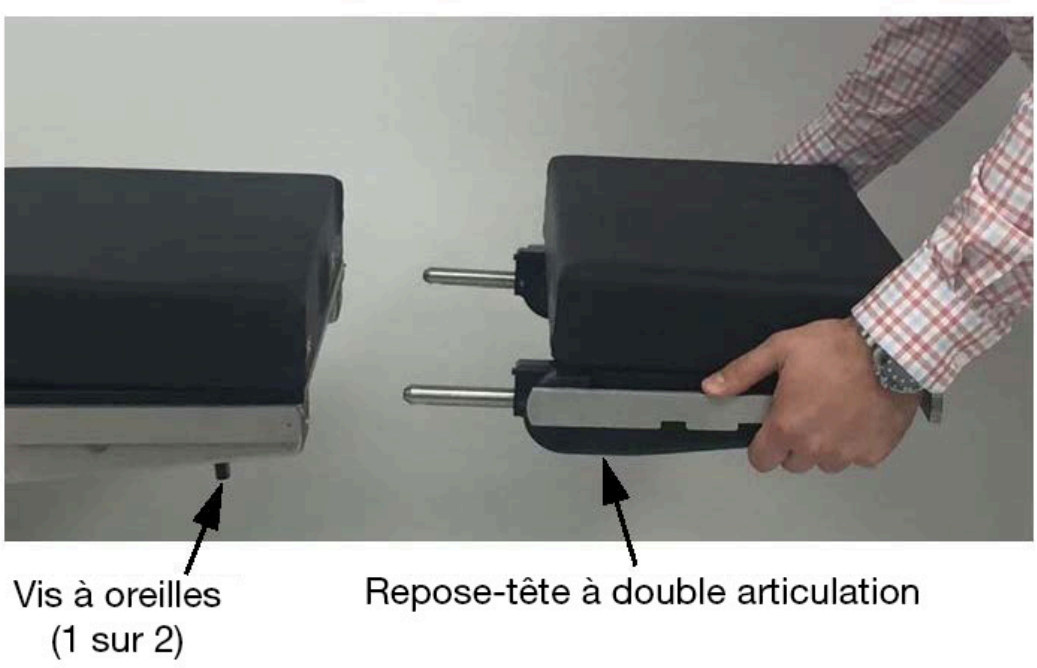

Figure 4-9. Installation du repose-tête
1. **Desserrer complètement les deux vis de verrouillage situées sur le bord inférieur de l'armature du dossier (voir la *Figure 4-9*).**